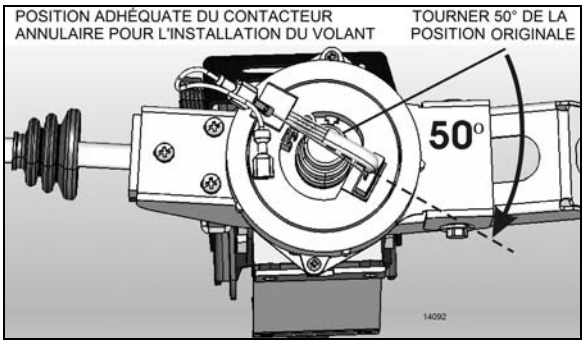

FIGURE 15 : POSITION CORRECTE DU CONTACTEUR ANNULAIRE
5. Briser le joint de papier et faire tourner la partie centrale du contacteur annulaire sur environ 50° dans le sens horaire (Figure 15). Cette étape est nécessaire pour la pose du volant de direction.